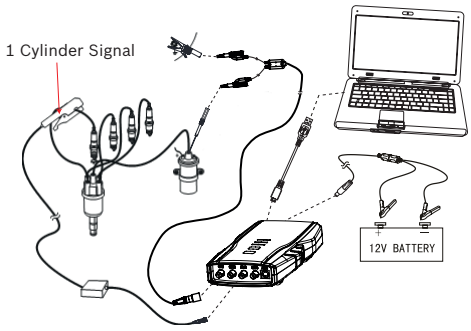

Fig. 55: Equipment connection
Connect one end of 1 cylinder signal to CH3 ofKT720 , use signal clip to clip high voltage line of one cylinder of engine. Please check that there is “This side faces to spark plug” on the signal clip, do not clip reversely. Connect BNC end ofKT720 oscilloscope probe to CH1, then connect the other end of the black banana plug and black alligator clip to negative pole of battery or grounding, and connect the other end of red banana plug and red banana socket into “IG-“ signal line of ignition coil, as shown Fig.55.
1. Connect equipment according to Fig.55, switch on power supply.